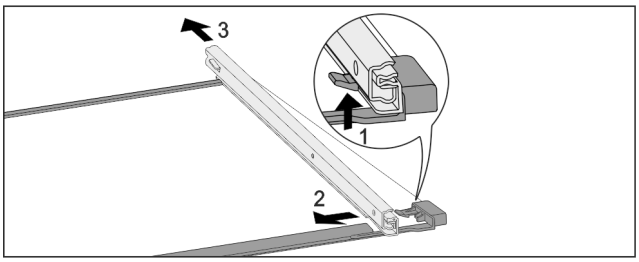

Fig. 244 Placa de sticlă cu șine
- ▶ Apăsați în sus cârligul de blocare frontal. *Fig. 244 (1)*
- ▶ Îndepărtați șinele de extragere prin împingere în lateral *Fig. 244 (2)* și spre spate *Fig. 244 (3)*.